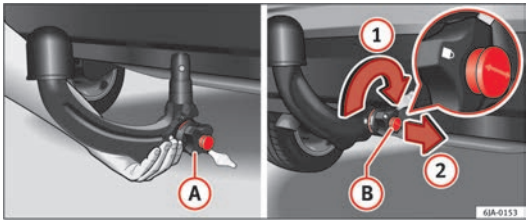

Fig. 117 Placing the ball-headed bar/locking and removing the key
– Hold the ball-headed bar from underneath ⇒ Fig. 117 and place it in the clamping bush as far as possible until you hear it click into place ⇒ ⚠.